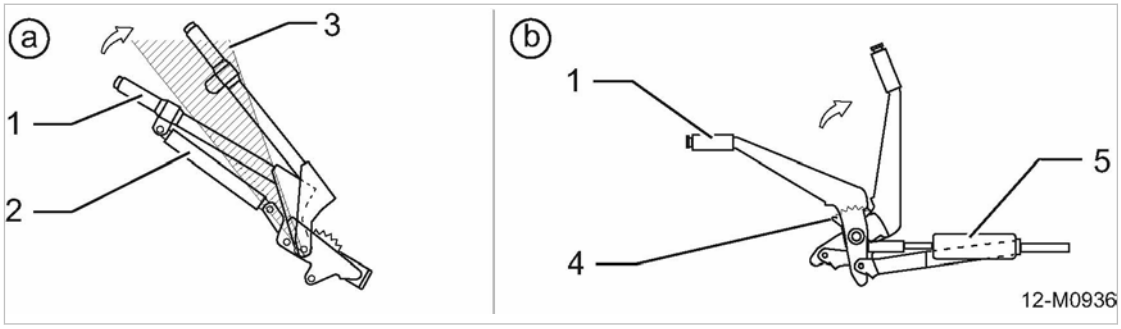

Fig. 92 Actionner le frein de stationnement
3. Lever fortement le levier du frein de stationnement (si existant) en dépassant la position point mort (voir fig. 92/ schéma a).
3. Lever fortement le levier du frein de stationnement en dépassant la position point mort (voir fig. 92/ schéma a).
3. Lever fortement le levier du frein de stationnement jusqu'au dernier cran (voir fig. 92/ schéma b).